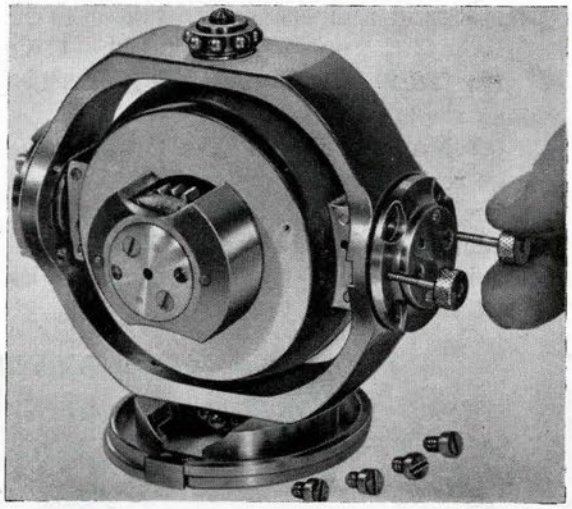

Figure 290
(b) Note bench marks on sleeves and outer gimbal ring. Remove sleeves, using two No. 91 tools simultaneously (Fig. 290). (91)